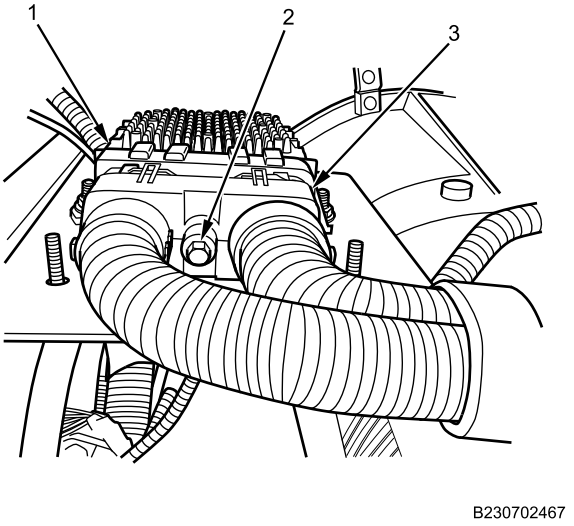

Figure 7. Transmission Control Unit Harness.
3. Install harness connector (Figure 7, Item 3) and retaining bolt (Figure 7, Item 2) on transmission control unit (Figure 7, Item 1). Torque bolt to 28 lb-in. (3.2 N•m).